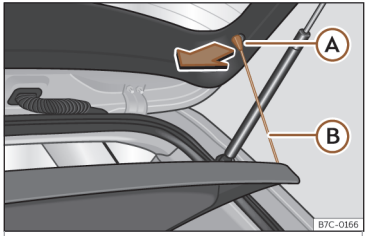

Fig. 115 Nel bagagliaio: smontare e montare il ripiano.
- Sganciare i tiranti di sostegno>>> **fig. 115** Ⓑ dagli alloggiamenti Ⓐ.
- Agganciare i tiranti di sostegno >>> **fig. 115** Ⓑ nel portellone posteriore.